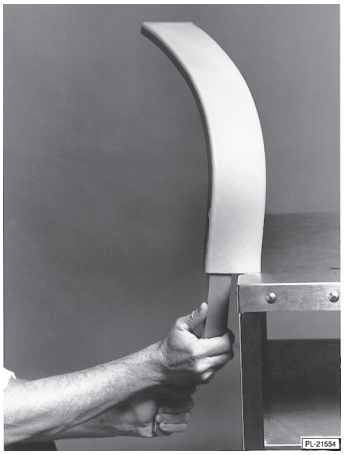

Fig. 11
- Remove the urethane sleeve from the arm; tapping the sleeve against a table will aid removal (Fig. 11).